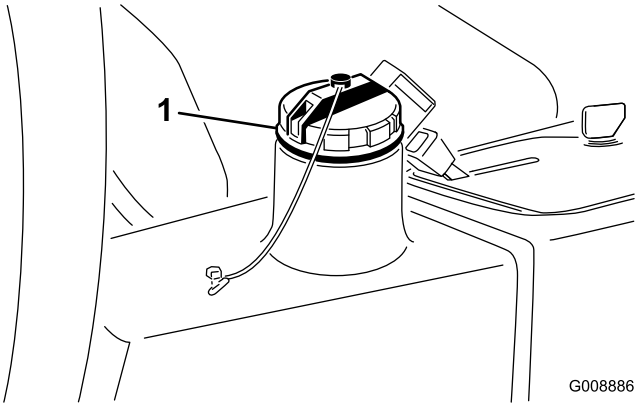

Figur 24
2. Gör rent omkring påfyllningsröret och hydraultanklocket (Figur 24). Skruva av locket.